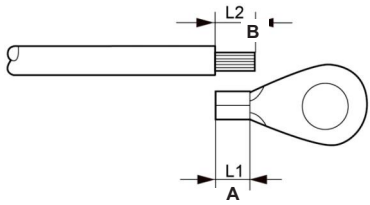

Figura 3.9 Terminale del conduttore di terra esterno
3. Spelare l'isolamento del cavo di messa a terra per una lunghezza adeguata (vedere Figura 3.9).